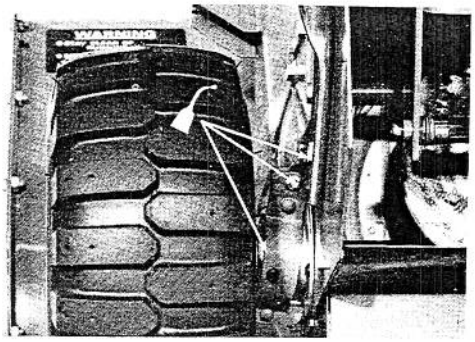

Figure 28
2. Lubricate pivot points of both wheel clutches with two drops of oil (Fig. 28). Wipe up any excess oil.